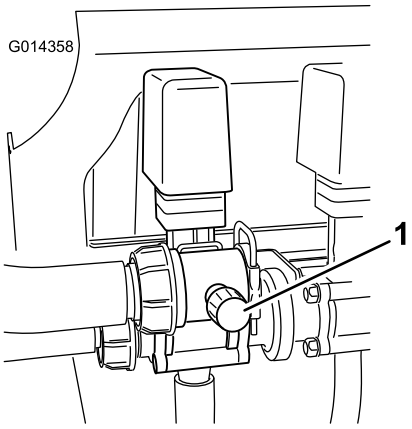

Figur 18
9. Juster omløpsspaken for risteventilen (Figur 18) på baksiden av risteventilen helt til trykkmålingen leser 6,89 bar.